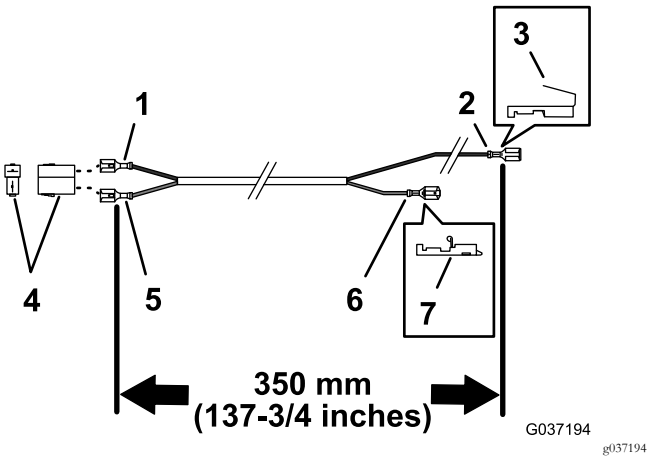

Figur 25
1. Leta reda på kablaget (utan ringkoppling) på 350 cm enligt Figur 25.